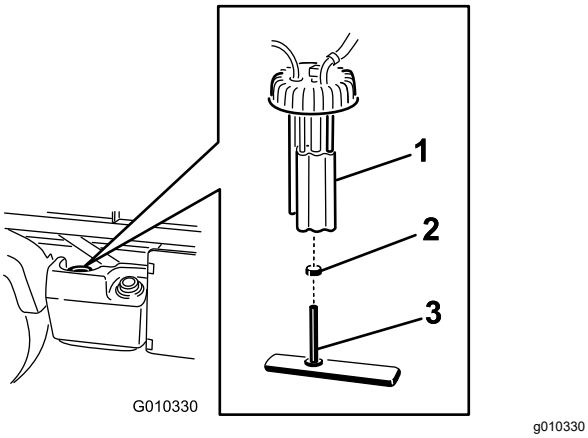

Figuur 48
2. Koppel de bedrading van de brandstofpomp los (Figuur 48).
3. Maak de slangklem los en ontkoppel de brandstofleiding van de dop van de brandstofpomp (Figuur 48).
4. Verwijder de dop van de brandstofpomp die boven op de brandstoftank zit (Figuur 48).
5. Verwijder de brandstofpomp en het brandstoffilter van de tank (Figuur 48).
7. Verwijder de slang van de fitting (Figuur 48).